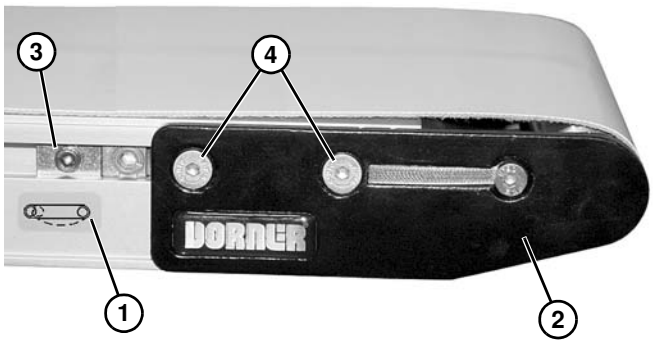

Abbildung 71
Etikett gekennzeichnet **(Abbildung 71, Teil 1)**, die Kopfplattenbaugruppe **(Abbildung 71, Teil 2)** eindrücken:
a. Auf beiden Seiten des Förderbands die Exzenter-Tracking-Baugruppen **(Abbildung 71, Teil 3)** (falls vorhanden) lösen und weg von den Kopfplatten bringen.
b. Befestigungsschrauben **(Abbildung 71, Teil 4)** lösen und Kopfplattenbaugruppe nach innen drücken.